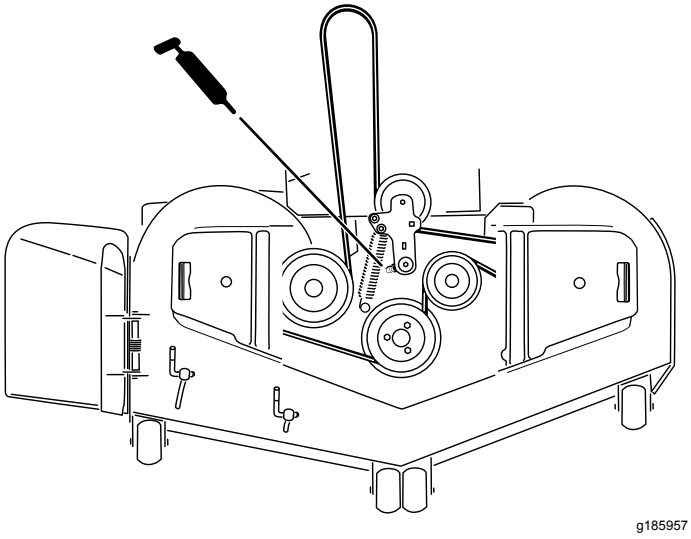

Figura 48
5. Engrase el pivote de la polea tensora de la carcasa de corte hasta que salga grasa por el extremo inferior (Figura 48).
6. Engrase el brazo tensor de la correa de la carcasa (Figura 48).